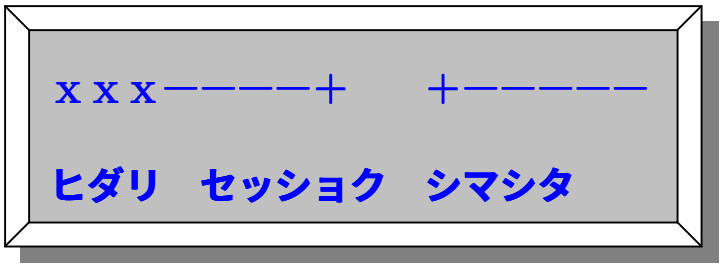

図１６　左側接触の表示画面
⑦　左接触センサが障害物に接触すると、図１６で示されるように、左側が障害物に接触した表示を行い、急停止します。その後、数十センチ程度バック走行を行い完全停止します。